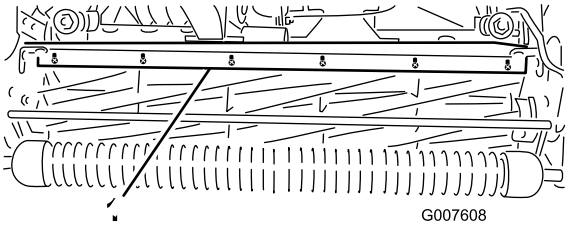

Figura 56
1. Desaperte os parafusos que fixam a barra superior (Figura 56) à unidade de corte.